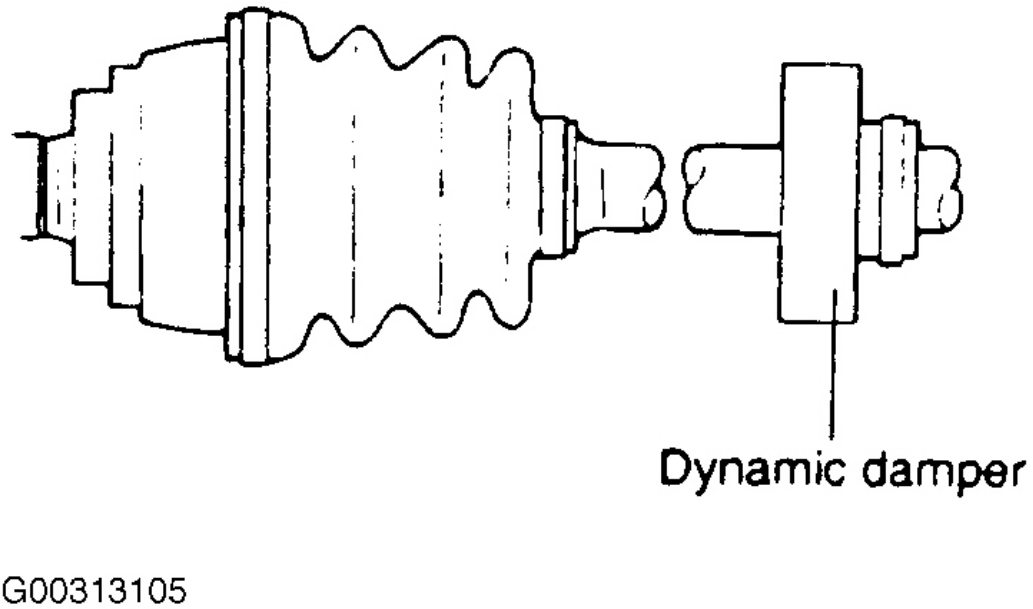

Fig. 20: Extracción dinámico Damper
10. Retire la banda amortiguador dinámico y amortiguador. Ver **La Fig. 20** . _____